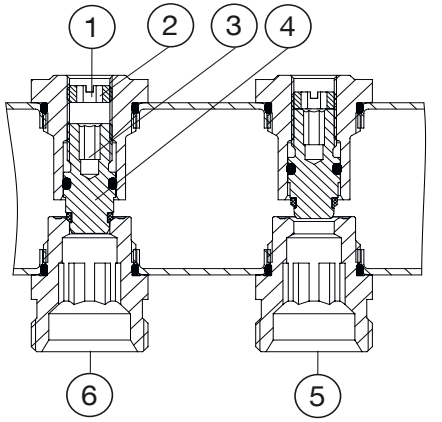

Рис.3: Конструкция регулирующей вставки
2. Откройте шпиндель регулирующей вставки (4) шестигранным ключом SW5 (см. рис. 3Рис.3 на стр. 44) поворотом против часовой стрелки в соответствии с расчетным значением настройки. (Пример: настройка 2,5 = 2,5 оборота)